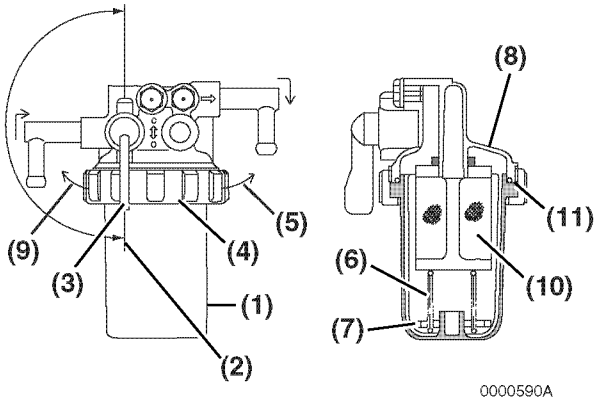

*Figure 7*
1. Position an approved container under the fuel filter / water separator **(Figure 7, (1))** to collect the contaminants.
2. Close **(Figure 7, (2))** the fuel cock **(Figure 7, (3))**.
3. Turn the retaining ring **(Figure 7, (4))** to the left **(Figure 7, (9))**.
4. Carefully remove the cup **(Figure 7, (1))**. Remove the retaining spring **(Figure 7, (6))** and float **(Figure 7, (7))** from the cup. Pour the fuel into an approved container and dispose of waste properly. Hold the bottom of the cup with a shop towel to prevent the fuel from dripping. Wipe up any spills immediately.
6. Inspect the condition of the mesh filter **(Figure 7, (10))**. Clean the mesh filter if necessary.
7. Inspect the condition of the O-ring **(Figure 7, (11))**. Replace the O-ring if necessary.
8. Put the float **(Figure 7, (7))** and retaining spring **(Figure 7, (6))** inside the cup.
9. Reinstall the cup to the mounting flange **(Figure 7, (8))** and turn the retaining ring **(Figure 7, (4))** to the right **(Figure 7, (5))**. hand-tighten only.
10. Open the fuel cock **(Figure 7, (3))**.